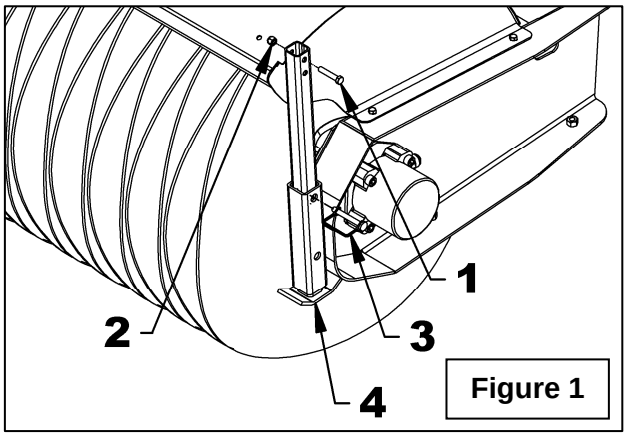

Figure 1
1. **Figure 1:** Install the broom on the vehicle and raise it. Take off the two parking stands (item 4) by removing the bolts (item 1), the nuts (item 2) and the square wire lock pins (item 3).